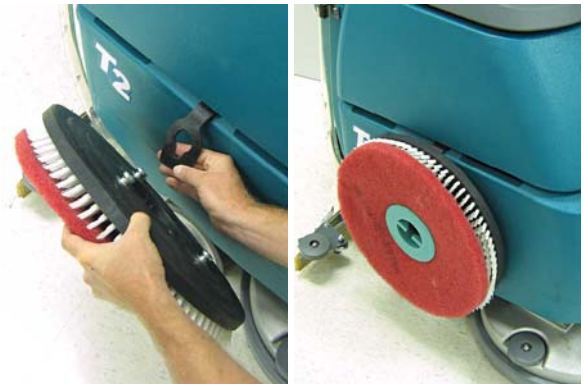

FIG. 13
7. Lorsque vous transportez ou entreposez la machine, retirez la brosse et suspendez-la sur la sangle d'entreposage (Figure 13).